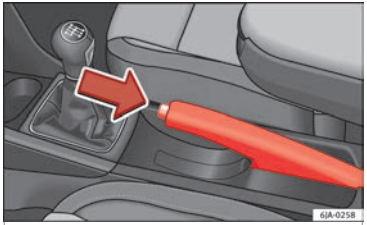

Fig. 175 Centre console: handbrake.
– Pull the handbrake lever up slightly and press the unlock button **at the same time** ››› **Fig. 175**.